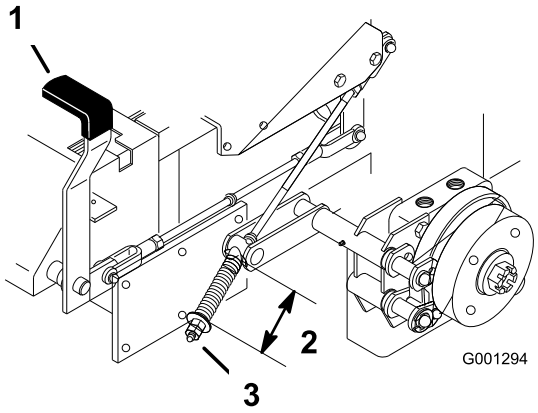

Figuur 66
2. Meet de lengte van de veer. De lengte tussen de ringen moet 64 mm zijn (Figuur 66).
3. Als de lengte moet worden afgesteld, draait u de contramoer onder de veer los en draait u de moer direct onder de gaffel aan (Figuur 66). Draai de moer totdat de lengte correct is. Draai de moer naar rechts om de veer korter te maken en naar links om de veer langer te maken.